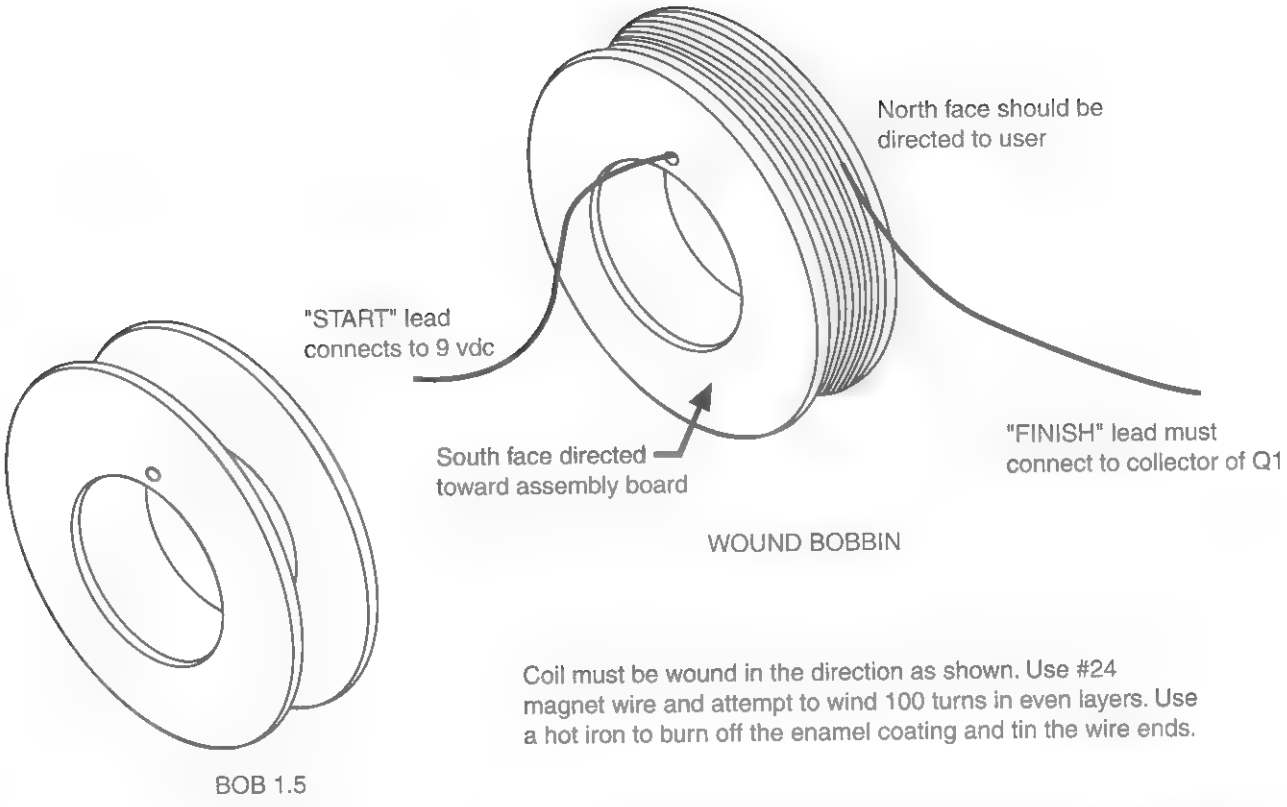

Figure 27-3 *Flux coil assembly*
1. Assemble the flux coil as shown in Figure 27-3 by first drilling a small hole adjacent to the inner diameter so that the "start" lead can exit the winding. Carefully wind 100 turns of #24 magnet wire in even windings. This is not necessary but makes for a neat-looking construction. Note to wind the wire so that its direction is the same as the figure with the leads routed as directed. This will guarantee the correct polarity as shown.